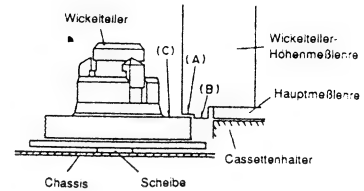

Abb. 3-5
3-1 Einstellung der Wickeltellerhöhe (Abb. 3-5)
1) Die Wickelteller-Höhenmeßlehre gemäß Abb. 3-5 an den Wickelteller anlegen.
2) Die Scheibe an der Unterseite des Wickeltellers so einstellen, daß sich (C) des Wickelteller (A) und (B) der Wickelteller-Höhenmeßlehre befindet.